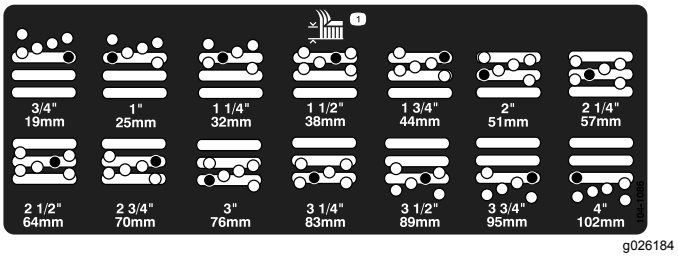

Figura 8
4. Sujetando la cámara, retire el espaciador (Figura 8)
5. Mueva la cámara a la altura de corte deseada e instale un espaciador en el taladro y la ranura de altura de corte deseados (Figura 8)